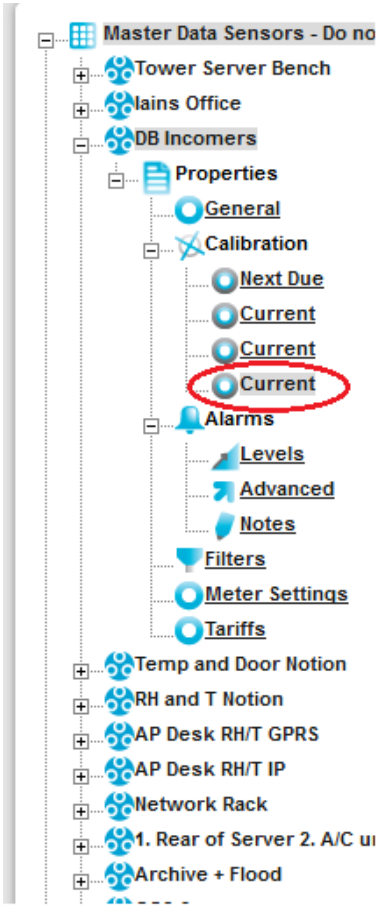
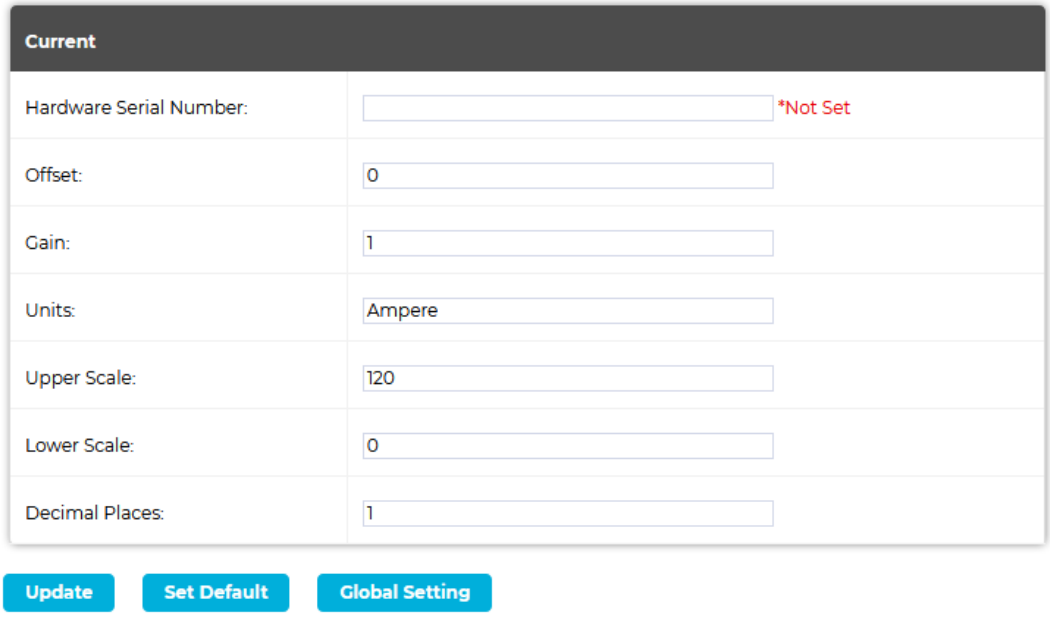

Figure 87
Figure 88
4. Click on the + sign next to the **Calibration** icon to expand the **Calibration Property** entries. See Figure 87 below:
5. Click on the **Current** Clamp Sensor's icon (see Figure 87 above) to display the Configuration Window for the selected Current Clamp Sensor. See Figure 88 below: